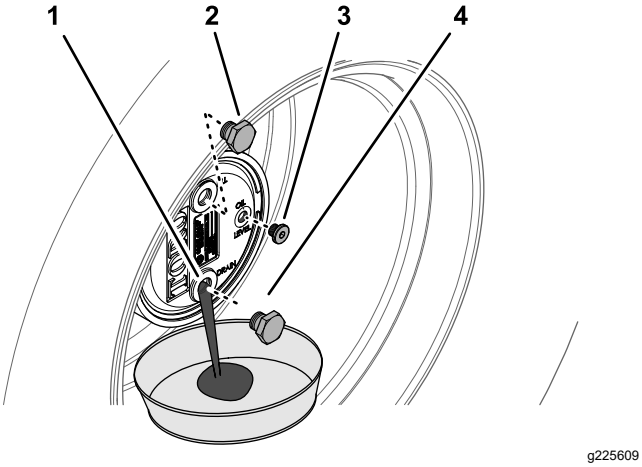

图 105
2. 取出 12 点钟位置的加油塞和 3 点钟位置的检查塞图 105。
3. 将放油盘放在行星齿轮毂下面取出 6 点钟位置的排油塞让油完全排出图 105。
5. 将排油塞安装到行星齿轮箱的排油孔中图 105。